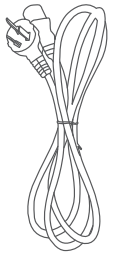
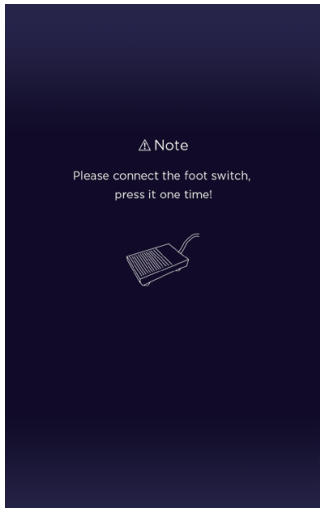

Figure 4.1 Power Cord Figure
Figure 4.4 Foot Switch Connection Confirmation Interface
Step 1: Insert the power cord in Figure 4.1 into the AC100-240VC power input port on the rear panel of the host.
Step 3： Insert the power plug in Figure 4.1 into AC220V wall outlet, then press the power switch on the back panel of the main unit to the "I" position to turn on the system. After the device performs self-check in Figure 4.4, it will enter the foot switch connection confirmation interface. Press the foot switch once. After that, on the maintenance reminder interface, click the "confirm" button to enter the main interface.